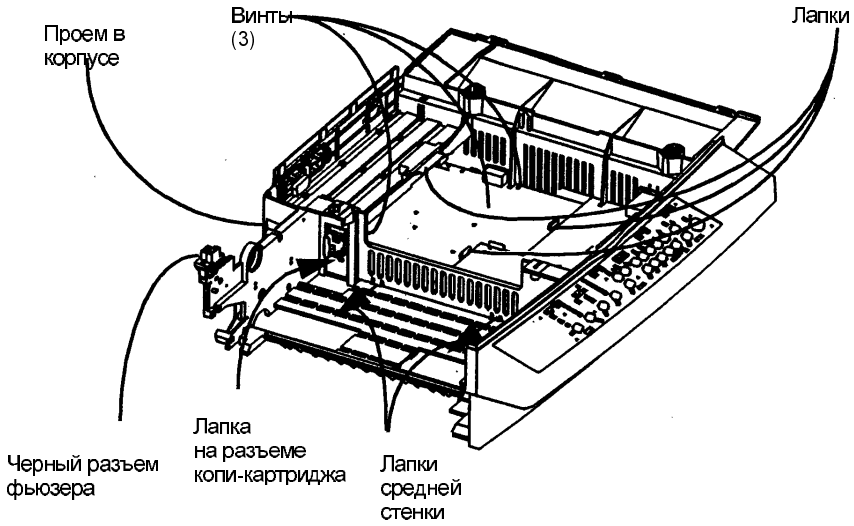

Рис. 1. Демонтаж блока питания низкого напряжения LVPS
13. Снимите блок питания низкого напряжения LVPS (Рис. 1).
d. Отвинтите винты (3).
2. Завинтите винты (смотрите Рис. 1 процедуры демонтажа).
3. Установите среднюю стенку (смотрите Рис. 1 процедуры демонтажа).
4. Установите разъем копи-картриджа в средней стенке (смотрите Рис. 1 процедуры демонтажа). Убедитесь, что жгут монтажных проводов подсоединен к разъему CRUM на блоке LVPS.
5. Проведите черный разъем фьюзера через проем в аппарате (смотрите Рис. 1 процедуры демонтажа).
7. Убедитесь, что тяжелые черные и красные провода закреплены под лапками (Рис. 1).